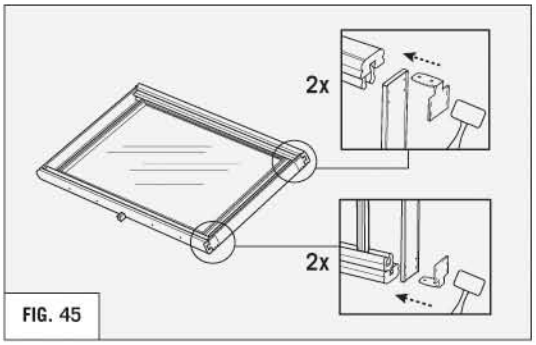

FIG. 45
8. Attach metal brackets and mounting plates. **(REFER TO FIG. 45)**